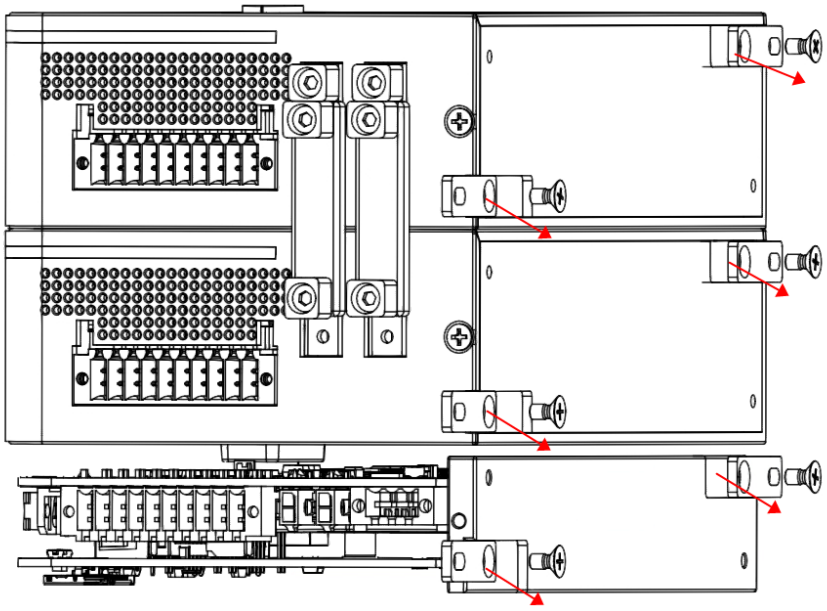

Figure 4-8 Remove the screws from the controller connector
**Step 4** Use a No. 2.5 wrench to remove the screws securing the controller, as shown in Figure 4-8.